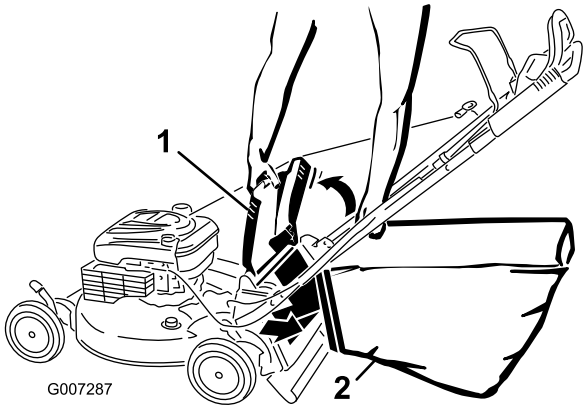

Bild 21
4. Hängen Sie die obere Vorderkante des Korb an die Laschen (Bild 21).